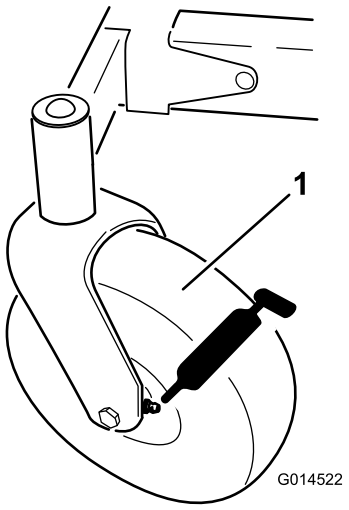
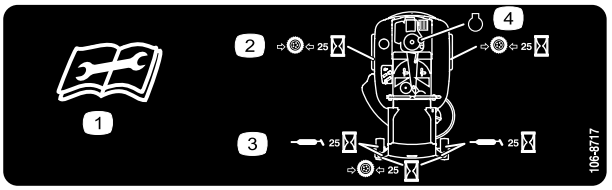

Figur 32
Figur 33
3. Rengør smøreniplerne med en klud (Figur 32 og Figur 33). Sørg for at skrabe eventuel maling af niplens/niplernes forside.
4. Monter en fedtpistol på hver nippel (Figur 32 og Figur 33). Pump fedt ind i delene, indtil der begynder at løbe fedt ud af lejerne.